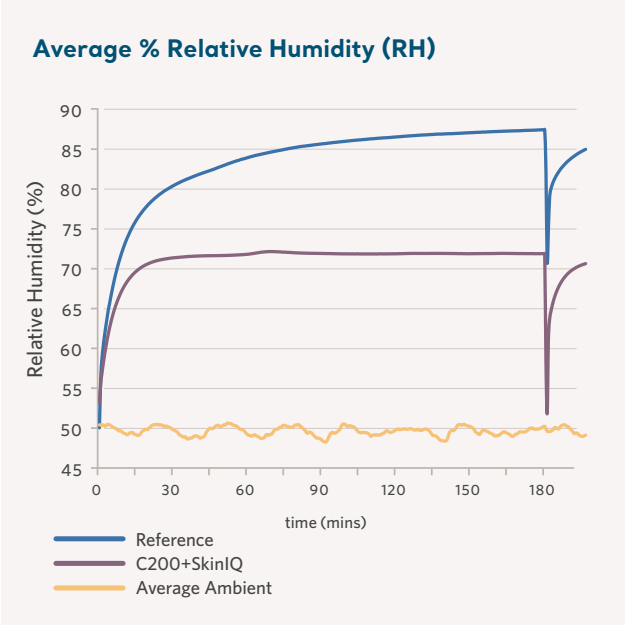

Figure 5: Test results using the Body Analog Method[7]
Test overview: This test method measures the heat and moisture dissipation properties of the support surface by creating a comparable environment to the human body lying on a mattress. This test also includes a simulated repositioning event (shown at time = 180 minutes in figure 5) to assess the ability of a surface to return to its original state prior to loading.
- Figure 5 shows the % relative humidity (RH) at the interface of the indenter to the surface was kept at a steady state. This demonstrates that the C200 and Skin IQ was able to quickly stabilize and remove a significant amount of the humidity introduced by the test environment